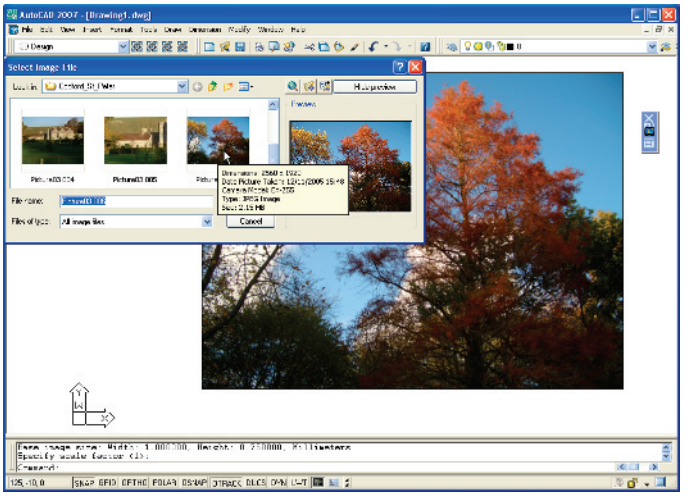

Fig. 10.29 Exercise 3 – example
3. *Click* **Raster Image...** in the **Insert** drop-down menu and insert a **JPEG** image (***.jpg** file) of a photograph into the AutoCAD 2008 window. An example is given in Fig. 10.29.